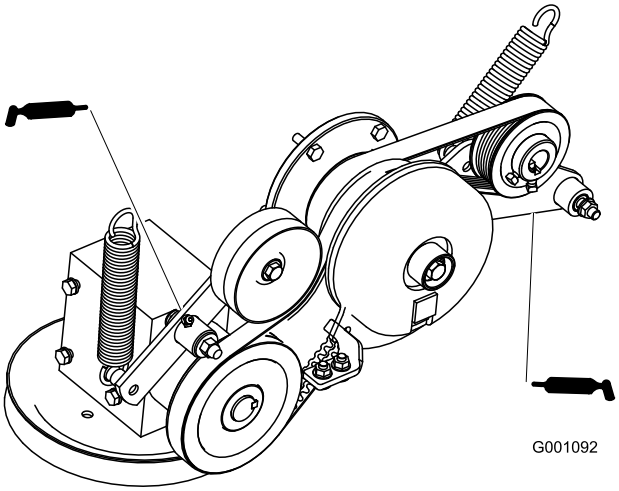

Figur 31
7. Smør lederullarmen for drivremmen (Figur 31).
8. Smør lederullarmen på pumperemmen (Figur 31).